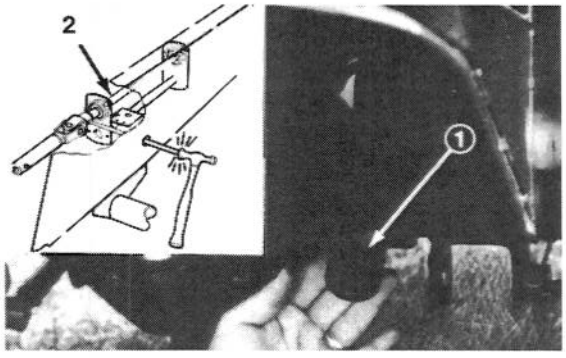

Figure 11
2. Enlever les écrous des roues (5) et déposer la roue de l'essieu pour exposer l'orifice d'accès dans le côté du châssis (Fig. 11).
3. Faire tourner l'arbre de PDF de manière à placer l'orifice de l'arbre dans l'alignement de l'orifice du châssis (Fig. 11).
4. En passant par l'orifice d'accès du châssis, chasser le rouleau hors de l'arbre de PDF et de l'arbre de sortie à l'aide d'un pointeau et d'un marteau (Fig. 11).
6. Remettre la roue en place avec les (5) écrous enlevés précédemment. Serrer les écrous à 80–109 kPa.